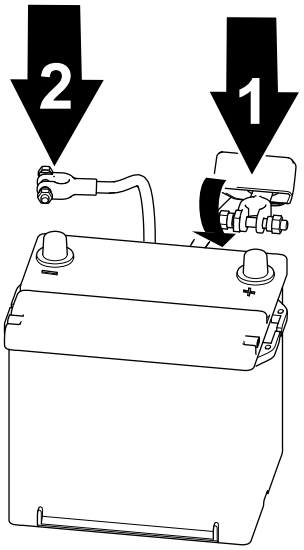

Figura 63
1. Collegate il cavo positivo alla batteria e serrate il dado della fascetta della batteria (Figura 63).
2. Collegate il cavo negativo alla batteria e serrate il dado della fascetta della batteria (Figura 63).